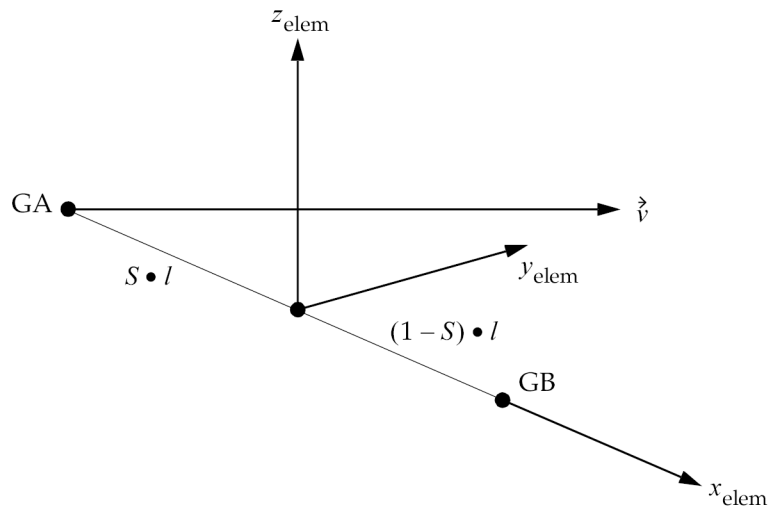

Figure 11-17. CBUSH Element
CID	Element coordinate system identification. A 0 means the basic coordinate system. If CID is blank, then the element coordinate system is determined from GO or Xi. See Figure 11-17 and Remark 3 . (Integer ≥ 0 or blank)
S	Location of spring damper. See Figure 11-17. (0.0 ≤ Real ≤ 1.0; Default = 0.5)
OCID	Coordinate system identification of spring-damper offset. See Remark 9 . (Integer ≥ -1; Default = -1, which means the offset point lies on the line between GA and GB according to Figure 11-17.)
2. Figure 11-17 shows the bush element geometry.